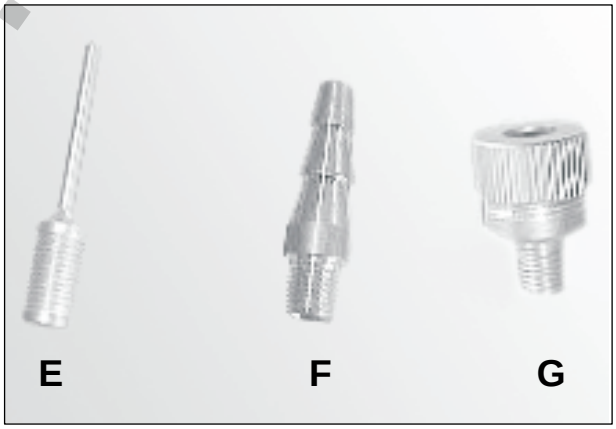

Рис. 14.
5. При накачивании футбольных мячей, надувных лодок, некоторых видов велосипедных шин и детских надувных бассейнов их надо подсоединять к шлангу через соответствующее переходное устройство (рис. 14).